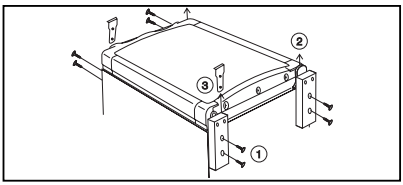

Figure 7.
9. Inversion des charnières (fig. 7)